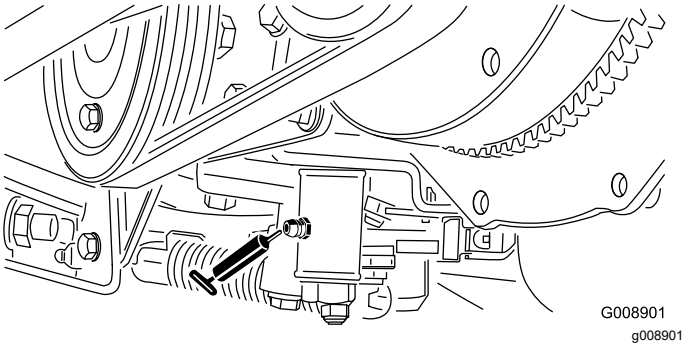

Figur 49
- Neutraljusteringsmekanismen (Figur 49)